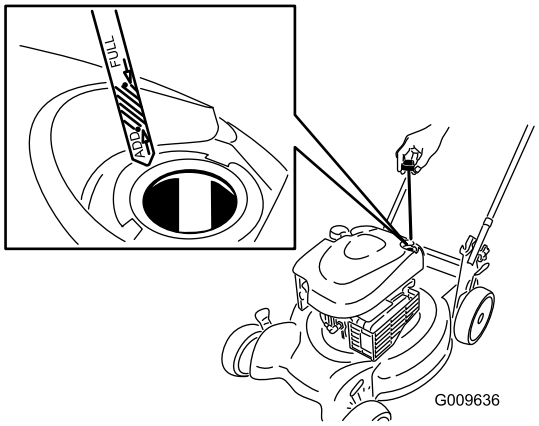

Figure 21
2. Retirez la jauge (Figure 21).
4. Versez de l'huile **lentement** dans le goulot de remplissage pour faire monter le niveau de liquide jusqu'au repère **maximum** (Full) sur la jauge (Figure 21). **Ne remplissez pas excessivement.** (Remplissage max. : 0,59 l, type : huile détergente SAE 30 de classe de service API SF, SG, SH, SJ, SL ou supérieure.)